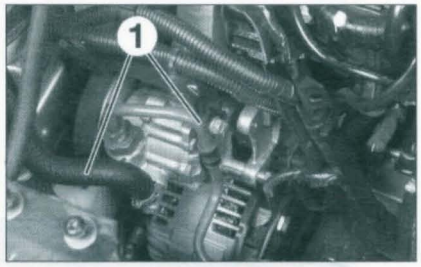

Figure 5-8
• Vidanger le circuit d'assistance de direction en désaccouplant les tuyaux (1) au niveau de la pompe d'assistance **(figure 5-8)** puis manoeuvrer la direction lentement de butée en butée.